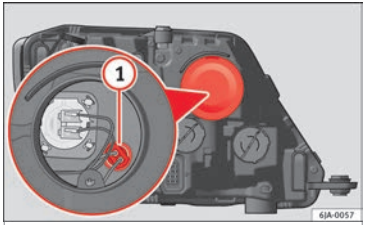

Fig. 89 Changing side light bulbs.
– Remove the protective cover ››› **Fig. 89**.
– Remove the bulb holder ››› **Fig. 89** ① by pulling it outwards.